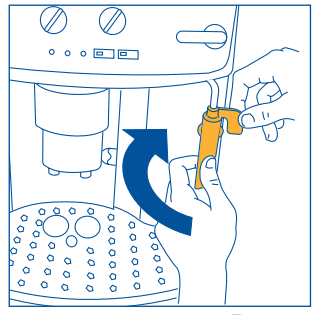

Рис. 25
- Поверните ручку по часовой стрелке до упора, одной рукой удерживайте насадку для взбивания молока, а другой отверните насадку, повернув ее по часовой стрелке и сдвиньте вниз, рис. 25.